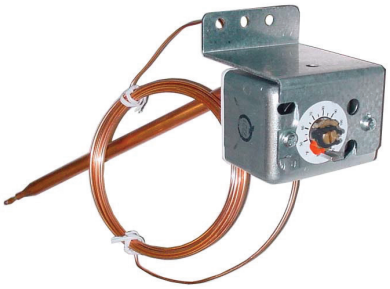

Figure 29. Unit-Mounted Ductstat
- **Ductstat with capillary tubing (option AG3):** The unit-mounted ductstat (see **Figure 29**) has an adjustable range of 0°F to 100°F (–17.8°C to 37.8°C) with a fixed differential of 3°F (1.7°C). The sensor is factory-set at 70°F (21.1°C). Due to different CFM settings and outside air temperatures, the average downstream outlet temperature may not match the ductstat setting exactly. After the installation is complete, adjust the setpoint of the ductstat to achieve the desired average outlet air temperature.